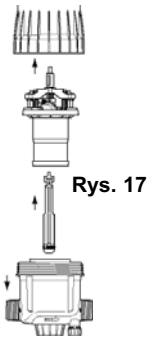

Rys. 17
- Wyjąć cały tłok silnika (**Rys. 17**), pociągając go w górę.